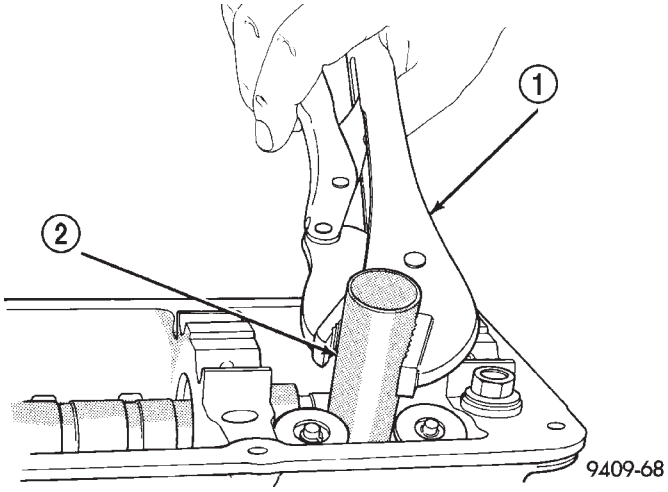

Abb. 45 Schächte—Ausbau
(1) Zylinderkopfdeckel abbauen (siehe Arbeitsfolge in diesem Abschnitt).
(2) Schacht mit einer Gripzange aus dem Zylinderkopf ziehen (Abb. 45). Ausgebauten Schacht zum Altmaterial/Schrott geben.